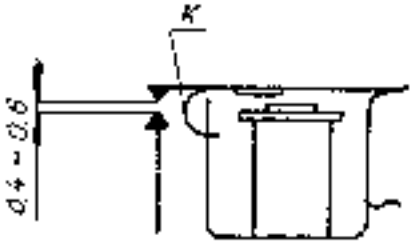

Fig. 52
3. The distance between the functional armature contact face and the functional face of the bottom contact must be 0,4 to 0,6 mm (Fig. 52). The magnitude of this air gap must be secured by increasing or decreasing the radius on the bent end of the spring (Characteristic K) which engages into a cutout in the switch yoke